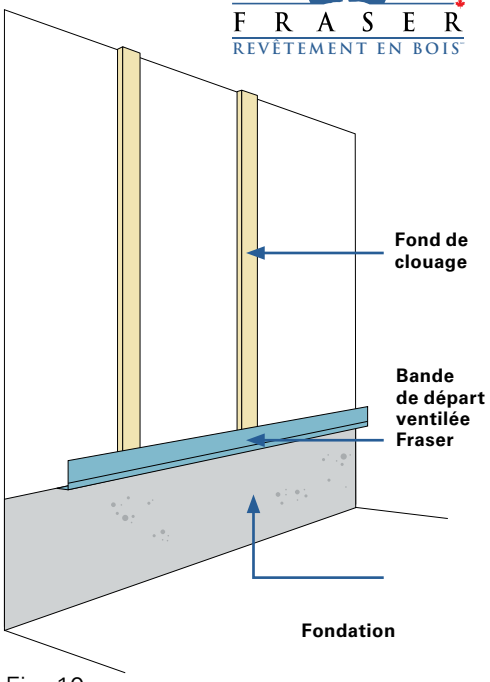

Fig. 10
- Fixez avec deux clous tous les 40,64 cm (16 po). *(Voir la figure 10)*